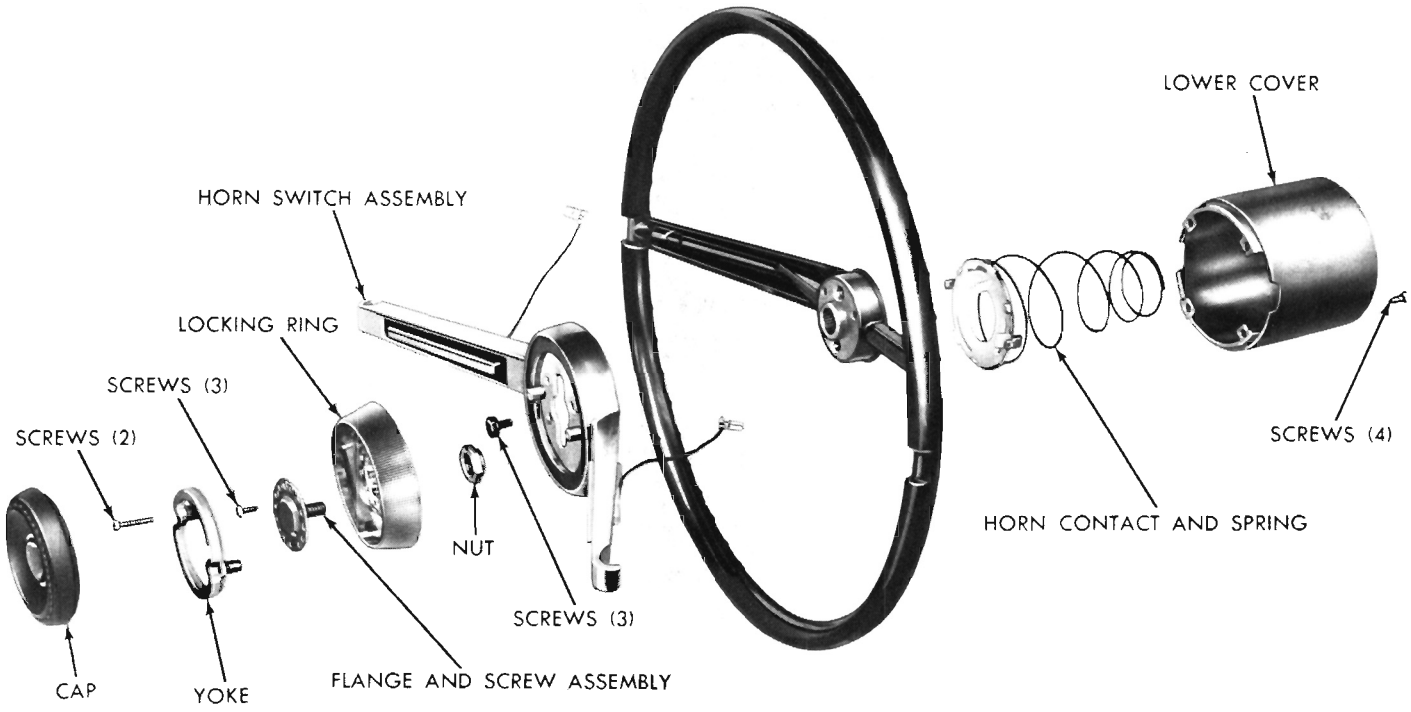

Fig. 3—Horn Switch—Adjustable Steering Column (Typical)
Removal—Adjustable Steering Column (Fig. 3)
(1) Position horn switch assembly on steering wheel. Make sure switch wires are not pinched, then install and tighten the three retaining screws.
(2) Connect the two switch wires to horn contact. Insert locating pin of contact in hole in steering wheel hub and snap ears of contact over flange on steering wheel hub.
(3) Install hub lower cover and secure with the four screws (Fig. 3).
(4) Install steering wheel with scribed mark on hub aligned with mark on end of steering shaft. Install and tighten retaining nut to 40 foot-pounds.
(5) With steering wheel spokes in a horizontal plane, place locking ring on wheel with ribs of ring
(6) Hold locking ring in this position and install flange and screw assembly. Tighten flange and screw firmly into upper shaft (tight enough to prevent telescoping action). Move locking ring slightly if necessary to align screw holes, install and tighten the three screws securely (Fig. 3).
(7) Install yoke and secure with the two screws.
(8) Check operation of telescoping mechanism as follows: